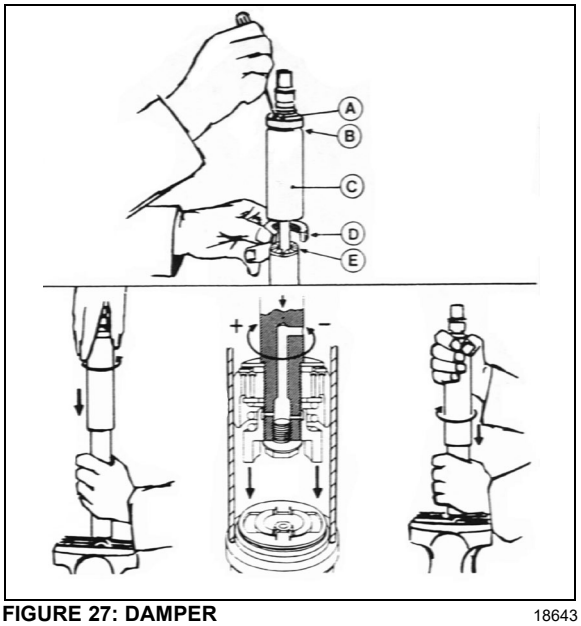

**FIGURE 27: DAMPER** 18643
To adjust opening and closing cycle speed on damper (Figure 27):
2. Fully close the damper while turning the dust cap or piston rod slowly CCW until it is felt that the cams of the adjusting nut engage in the recesses of the foot valve assembly (Figure 27).
*In* Figure 27*, if there is an indentation (B) in the dust cap (C) and the cover shows two holes (A), the damper is fitted with a bump rubber (D). If so, fully extend the damper and insert a round bar or screwdriver through the holes. Push the bump rubber down and remove. Remove the split plastic collar (E) (if fitted) from the piston rod.*
*Where a bump rubber was installed, refit same inside the dust cap and by fully closing the damper, the rubber will seat again at top of the dust cap. Refit the split plastic collar E (*Figure 27*).*